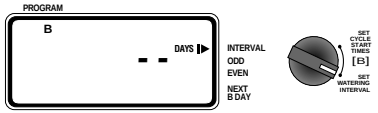

FIGURE 7 : Définition du programme B à horaire fixe
- Tournez le bouton jusqu'à la position **SET WATERING INTERVAL.** Le curseur clignote à droite du mot **INTERVAL [voir la figure 7].**